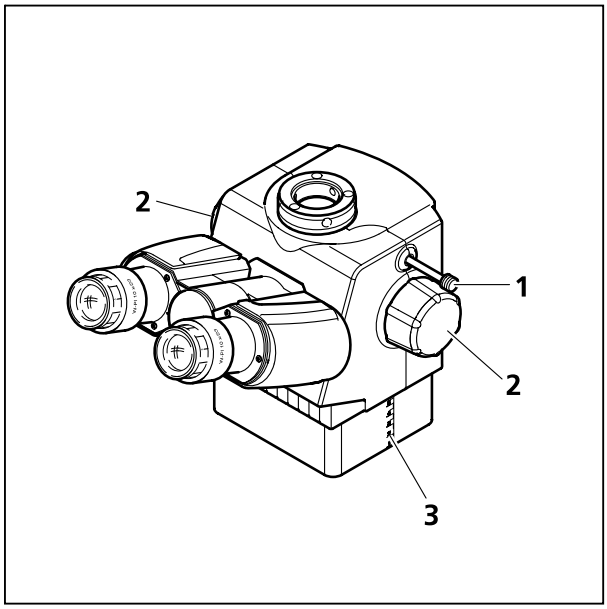

Bild 4-33 Binokularer Ergofototubus
- Die Höhenverstellung erfolgt über Betätigung der Drehgriffe (Bild 4-33/**2**).
- Der Verstellweg kann an der seitlichen Skala abgelesen werden (Bild 4-33/**3**).
- Schubstange (Bild 4-33/**1**) eingeschoben: 100 % zu den Okularen.
- Schubstange (Bild 4-33/**1**) herausgezogen: 100 % zum Fotoausgang.